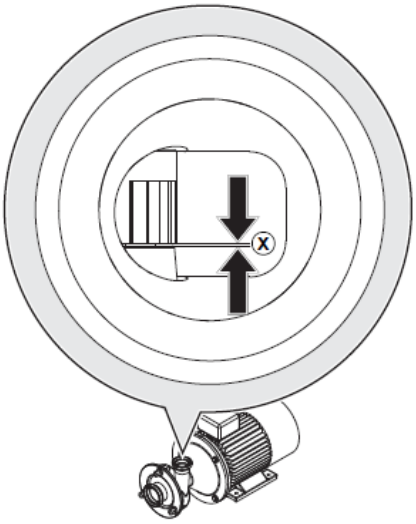

Abb. 24 Spaltmaß Laufrad–Pumpendeckel messen
2. Spaltmaß innerhalb des Rohrleitungsanschlusses (Druckleitung) messen. Siehe hierzu *Abb. 24 „Spaltmaß Laufrad–Pumpendeckel messen“*.